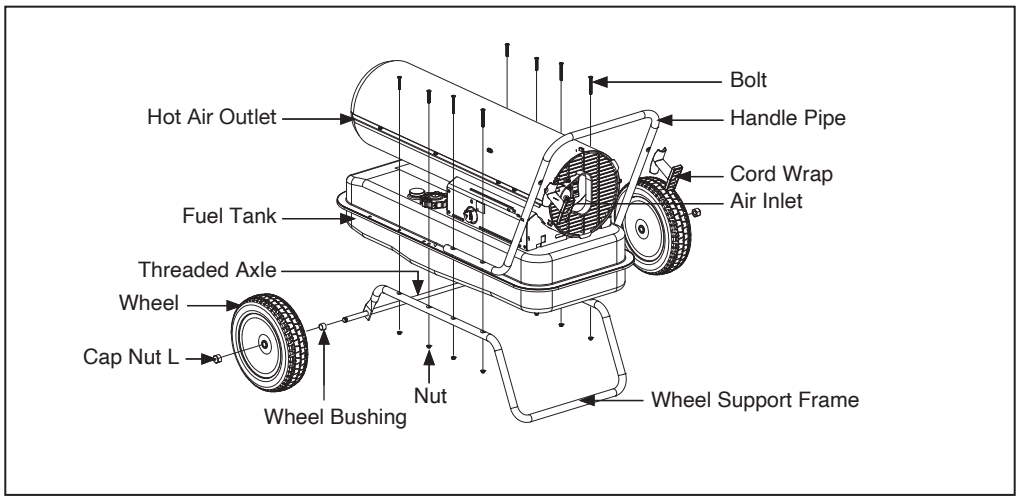

Figure 6. KFA135/180/220 MODELS ONLY
3. Align the holes in the upper housing with two mounting holes on the handle as shown in Figure 6.
4. Position the handles on top of fuel tank flange. Insert screws through handless, fuel tank flange and wheel support frames as show in Figure 6 and attach nut finger tight after each screw is inserted.